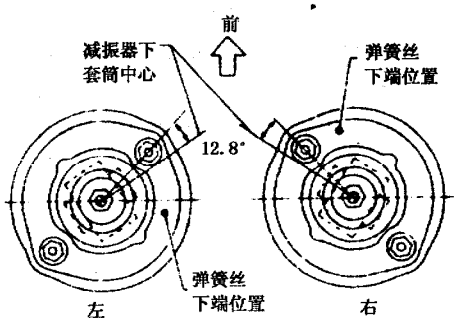

图 10－2－2　弹簧座的安装
(1) 检查在压缩和拉伸的整个冲程范围内减振器的运动是否平稳，减振器在焊接处或密封盖填料部位是否漏油。检查活塞杆是否有弯曲变形、裂纹或其他损坏，必要时更换减振器总成。
(2) 检查减振器上橡胶座和衬套是否开裂、破碎或老化，必要时更换。
(3) 检查两侧的螺旋弹簧是否有裂纹、变形或其他损坏，必要时更换新件。在安装螺旋弹簧时应该将较平的一面朝上，不可装错。安装上部弹簧座时要对准位置，如图 10－2－2 所示，不要装反。